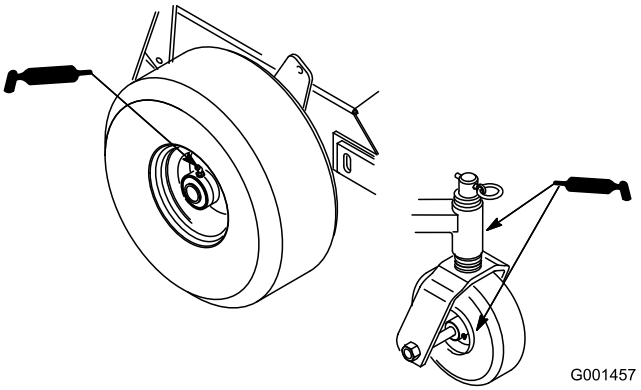

Figura 22
1. Lubrique los cojinetes de las ruedas delanteras y los ejes delanteros (Figura 22).
2. Lubrique los cojinetes de las ruedas motrices (Figura 22).